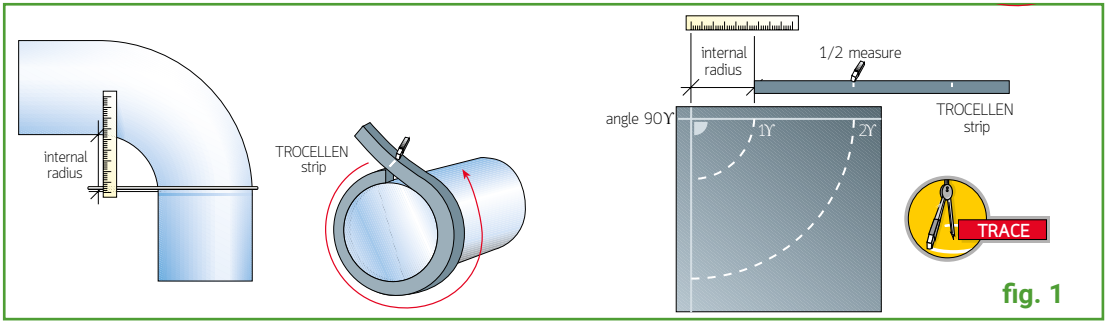

fig. 1
1) En utilisent une tige et d'une règle métallique placées à angle droit, calculer le rayon intérieur de la courbe et, en utilisant une bande TROCELLEN de l"épaisseur voulue, mesurer la circonférence du tuyau (la bande doit être placée autour du tuyau à être isolé, sans tirer) (**fig 1**).